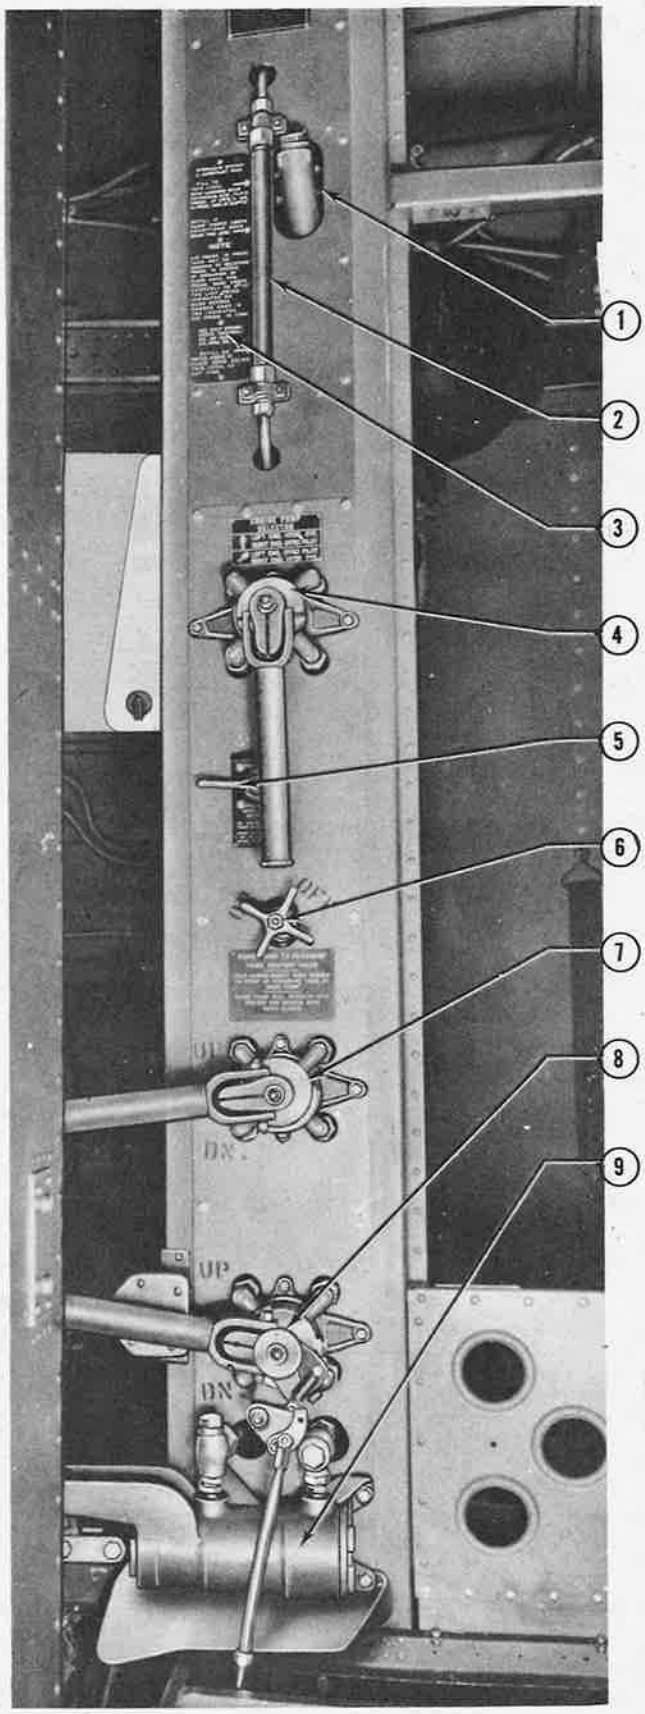

Figure 361—Hydraulic Control Panel (Front View)
(1) GENERAL.—Hydraulic fluid is supplied by gravity from the hydraulic fluid reservoir to the engine-driven hydraulic pumps, which supply fluid pressure for the hydraulic system and the automatic pilot system. During normal operation the left engine-driven pump supplies fluid pressure to the hydraulic system; the right engine-driven pump furnishes fluid pressure to the automatic pilot system. The fluid flow from the engine-driven pumps may be selected by means of the engine pump selector valve, located on the hydraulic control panel (figure 361). The hydraulic fluid under pressure from the engine-driven pumps flows to the engine pump selector valve and the fluid from the engine-driven pump supplying the hydraulic system flows through the hydraulic pressure regulator to the hydraulic pressure accumulator and then to the various systems. The hydraulic-pressure regulator is set to maintain a system operating pressure of 600 to 875 psi. If the hydraulic pressure regulator fails, the system relief valve opens when the system pressure increases to 1000 ± 50 psi and bypasses the excess fluid to the reservoir. The hydraulic hand pump on the hydraulic control panel may be utilized to operate the hydraulic system units when there is insufficient pressure in the hydraulic system or when the engine-driven hydraulic pumps fail. The hand pump also may be used to increase pressure in the hydraulic pressure accumulator for ground operation of the hydraulic system when the engines are not running. The hand pump to pressure accumulator shut-off valve, located on the hydraulic control panel, is installed to provide a bypass around the check valve in the pressure manifold when it is desired to increase pressure in the pressure accumulator by operating the hand pump. In flight, the hand pump shut-off valve must always remain closed and the hydraulic units then are actuated directly by operation of the hand pump. Disconnect valves are installed in the supply and pressure lines at the fire wall so that the engine section may be removed without draining or plugging the hydraulic lines. To fill the hydraulic system observe the following procedure:
(k) Start both engines. The hydraulic system pressure gage should indicate 600 to 875 psi when the hydraulic pressure regulator is operating properly. Operate the wing flaps three or four times to bleed air from the hydraulic lines. Check the operation of both engine-driven pumps by moving the engine pump selector valve (figure 361) from the "NORMAL" to the "ALTERNATE" position.
10. Hydraulic Control Panel (See figure 361)
KEY TO FIGURE 361
(See figures 361 and 362.)